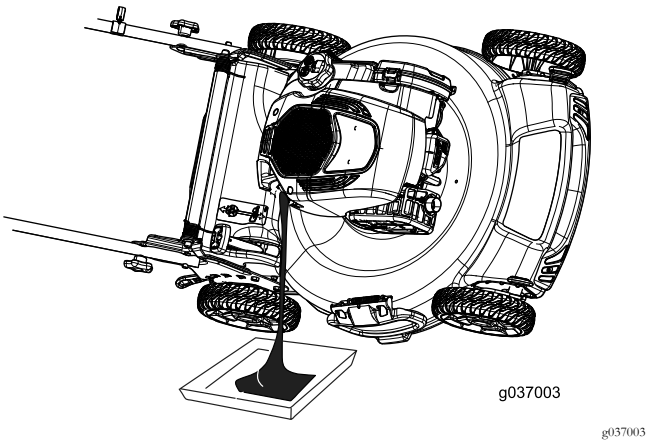

Bild 35
4. Kippen Sie den Rasenmäher seitlich (Luftfilter nach oben), um das Altöl über den Öleinfüllstutzen abzulassen (Bild 35).